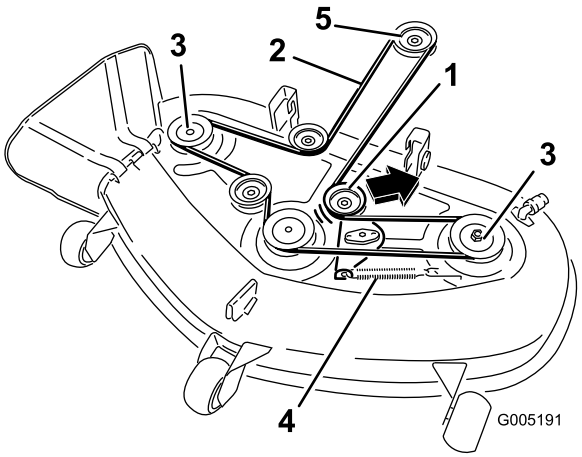

Figur 49
5. Dra mellanremskivan i den riktning som visas i Figur 49 och rulla av remmen från skivorna.
6. Drag den nya remmen runt motorremskivan och klipparremsskivorna (Figur 49).
7. Dra mellanremskivan i den riktning som visas i Figur 49 och dra på remmen på mellanremskivan (Figur 49).